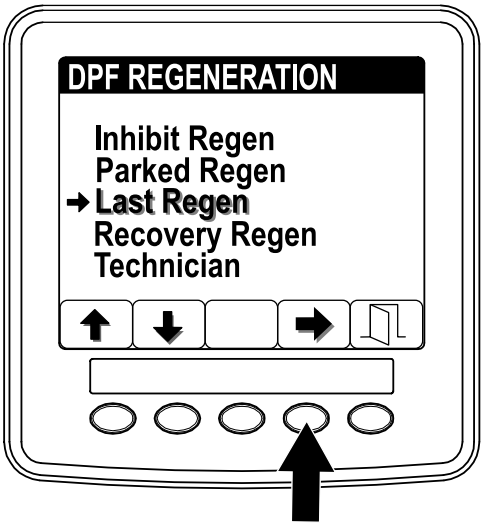

Bild 34
1. Öffnen Sie das Menü „DPF Regeneration“ und drücken Sie die Tasten 1 oder 2, um auf die Option LAST REGEN zu navigieren (Bild 34).
2. Drücken Sie Taste 4, um den Eintrag „Last Regen“ auszuwählen (Bild 34).